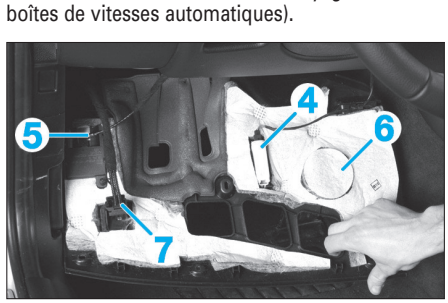

Fig. 4
• Débrancher les connecteurs **(Fig.4)** :
- de l'éclaireur de plancher (4),
- de l'antenne Bluetooth (5) (selon niveau d'équipement),
- du haut-parleur du dispositif mains libres (6) (selon niveau d'équipement),
- du faisceau du contacteur d'embrayage (7) (sur les boîtes de vitesses automatiques).